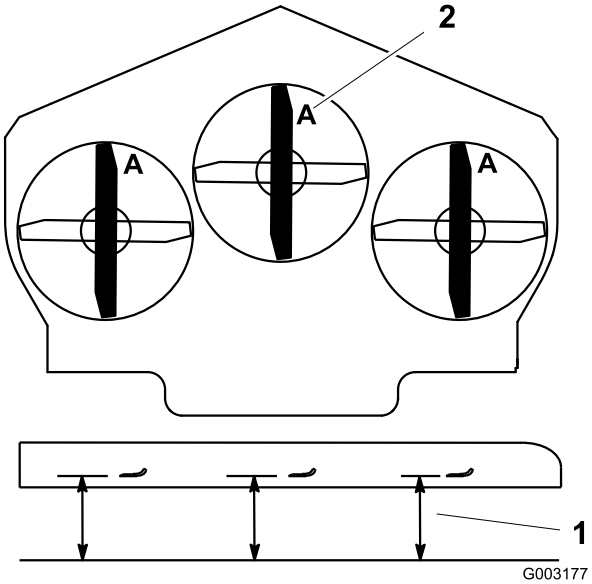

Figur 80
3. Roter knivene til endene vender fremover og bakover (Figur 80). Mål fra en jevn overflate til kniveggen, posisjon **A**, på kniven (Figur 80). Merk deg dette målet.